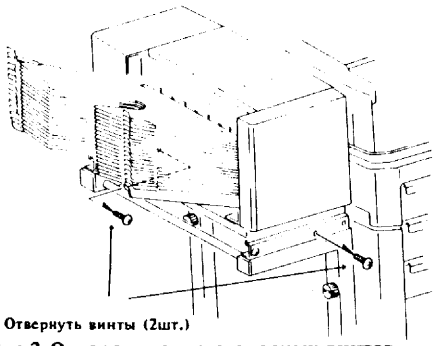

Рис.3 Отворачивание стопорных винтов
5. Отвернуть стопорный винт (рис.3) (для машин 5030, 5332 с процессором, 5026, 5331).